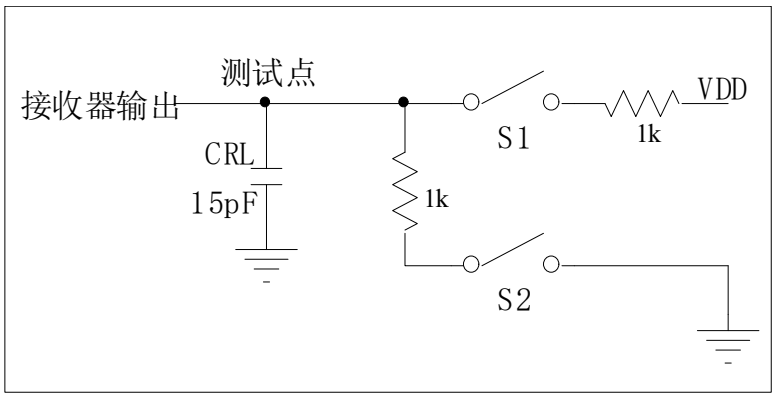

Figure 5 Receiver enable/inactivate timing test
(5) The test circuit is shown in Figure 5